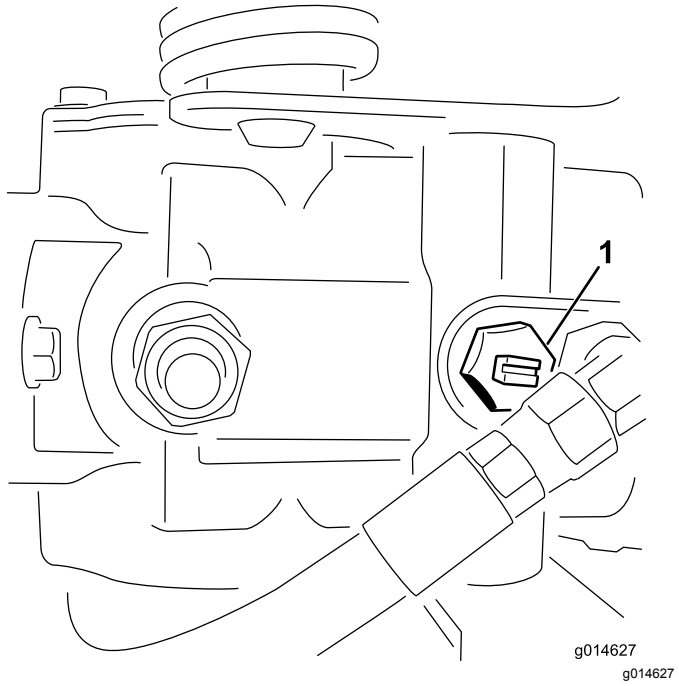

Figur 43
1. Find omløbsventilen på pumpen, og drej den, så rillen er vertikal (Figur 43).
2. Luk omløbsventilen ved at dreje den, så rillen er horisontal (Figur 43), før du starter motoren. Start ikke motoren, mens ventilen er åben.